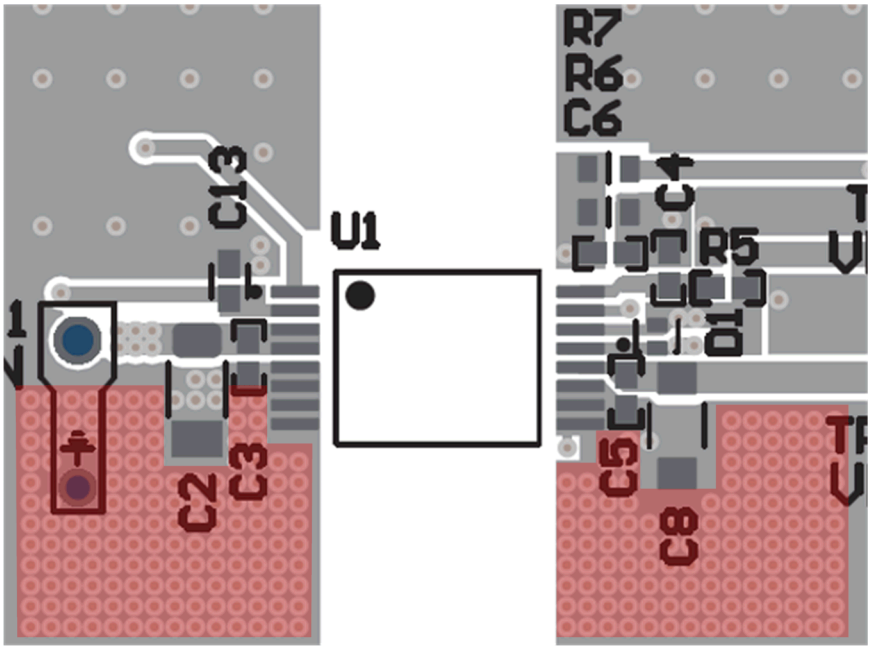

図 8-8. サーマル ビア
f. 図 8-8 にレイアウトの例を示します。銅の面積が少ない場合は、ピン 5 ～ 8 (1 次側) と 9 ～ 11 (2 次側) の近くに配置し、設計で可能な限り多くのサーマル ビアを使用します。